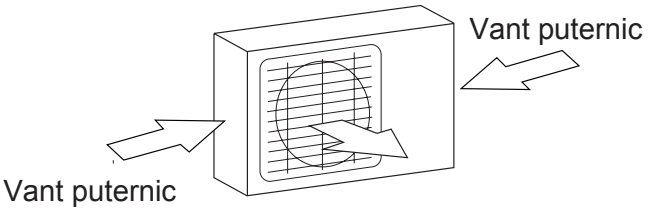

Fig. 5.1
- ☑ Daca locatia este expusa la vant puternic (in apropierea marii), unitatea va fi montata in apropierea unui perete, pentru a fi protejata. Daca este posibil asigurati un acoperis (fig. 5.1&5.2).